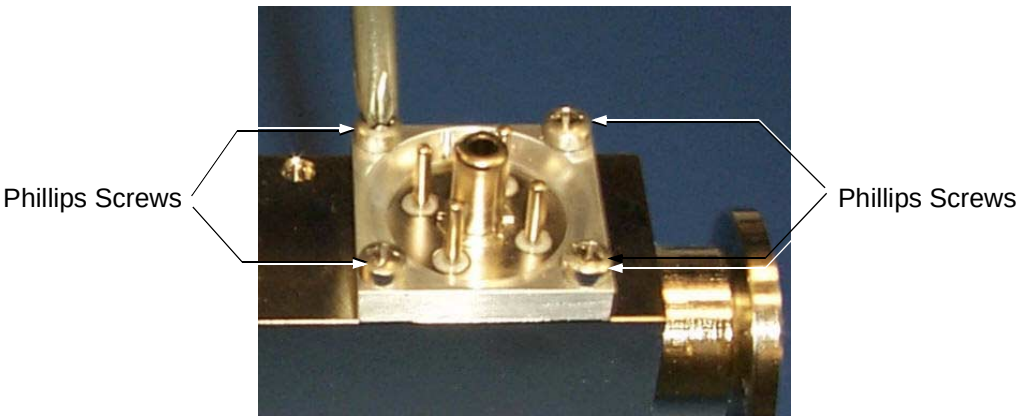

Figure 5-8 Phillips Screws on Button TC Assembly
5. Remove the 4 Phillips screws that hold the Button TC flange cap (Figure 5-8).